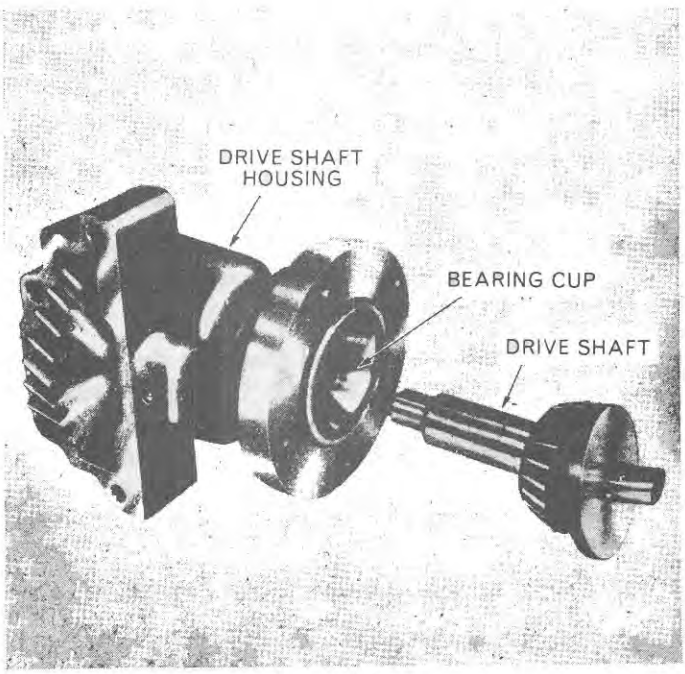

Figure 86
15. Remove the snap ring and plug from the end of the drive shaft housing. Discard 'O' ring. Remove nut and washer and, placing the drive gear housing in a vice as shown in Figure 85, use a long tapered punch, driving against the end of the threaded part of the shaft, to remove the shaft and bearing assembly, Figure 86.